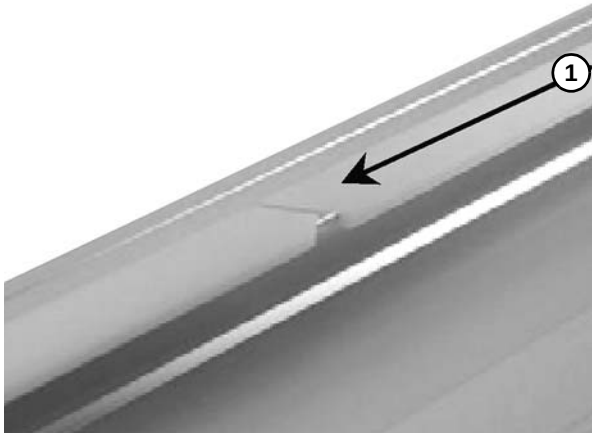

Figure 56
2. Allow a space of approximately 1/16” to 1/8” **(Figure 56, item 1)** between two wear strip ends. The travel direction is indicated by arrow.